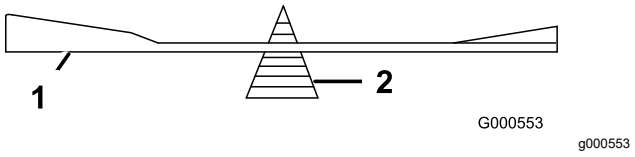

Figura 56
2. Verifique el equilibrio de la cuchilla colocándola sobre un equilibrador de cuchillas (Figura 56).